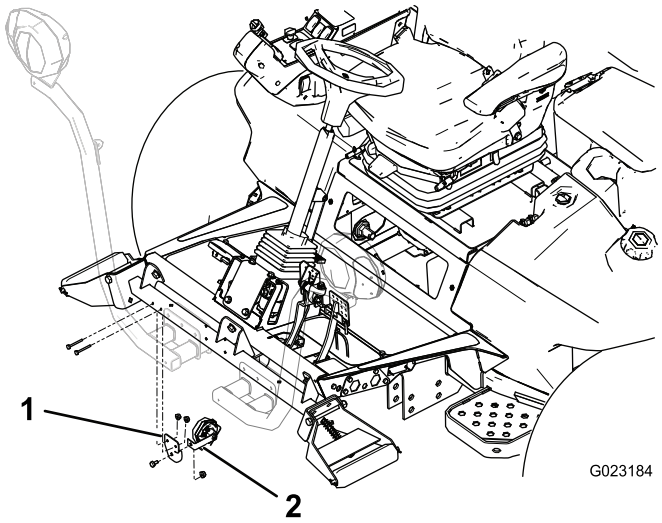

Bild 15
1. Befestigen Sie den Hupenriemen mit einer Schraube (3/8" x 5/8") und einer Bundmutter (3/8") an der Hupenhalterung, wie in Bild 15 abgebildet.
2. Befestigen Sie die Hupenhalterung mit zwei Schrauben (¼" x 2") und Muttern (¼") an der Rückseite des Rollenstützrohrs. Drehen Sie die Hupe so, dass sie nach unten zeigt (Bild 15).